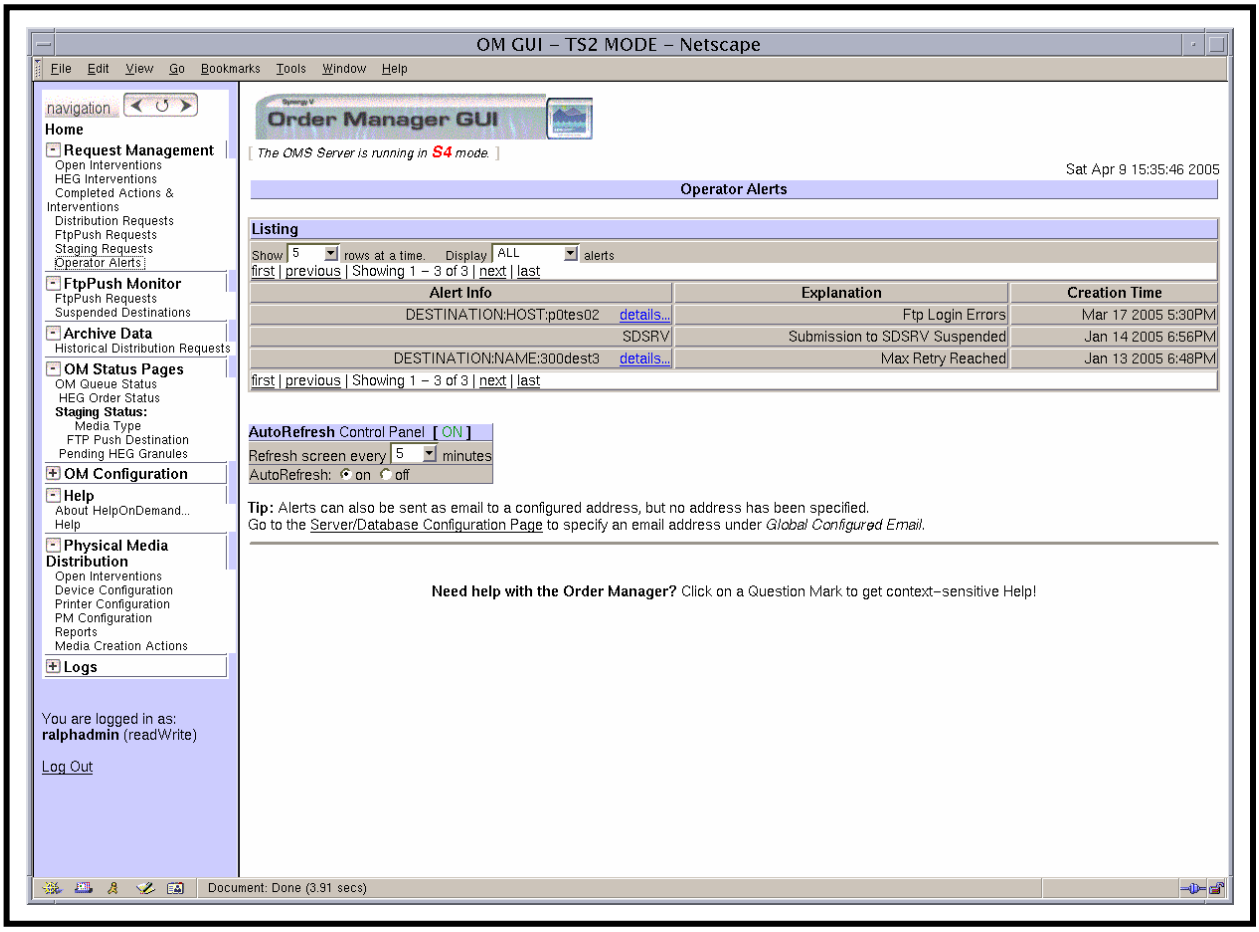

Figure 45. Operator Alerts Page
The **Operator Alerts** page (Figure 45) provides the Distribution Technician (whether full-capability or limited capability operator) with a means of viewing operator alerts. The following types of operator alerts can be displayed:
- The **Operator Alerts** page (Figure 45) is displayed.